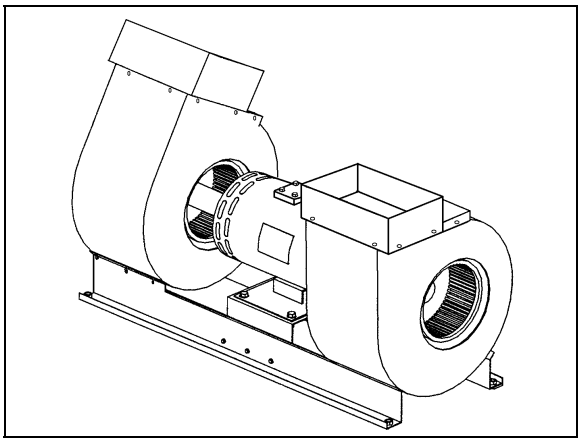

FIGURE 21: EVAPORATOR MOTOR ASSEMBLY 22228
6. From under the vehicle, remove the eight bolts fixing the double blower fan unit base. Remove the complete unit from the HVAC compartment (Fig. 21).